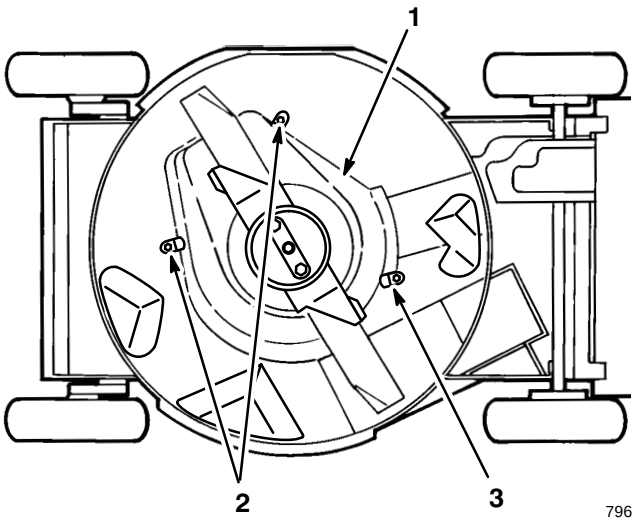

Figure 30
6. Loosen tabs securing BBC shield to deck by loosening nuts or bolts on tabs (Fig. 30). Rotate tabs 180° to move them out of the way.